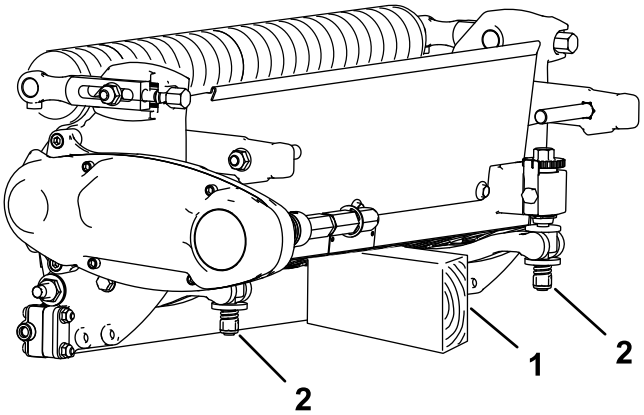

图 4
- 从机器上拆下滚刀组后应支撑住滚刀组的后部确保底刀架调节螺丝后端的螺母不会接触工作表面图 4。